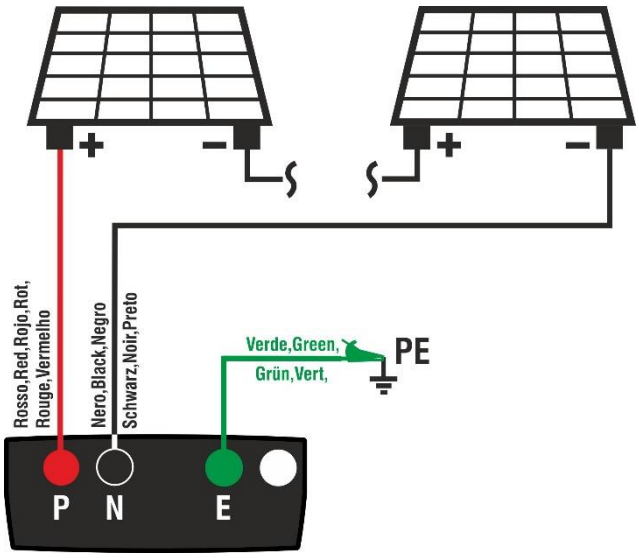

Fig. 4: Ligação do instrumento na função DMM
2. Ligar o instrumento ao string fotovoltaico a ser testado, como se mostra na Fig. 4